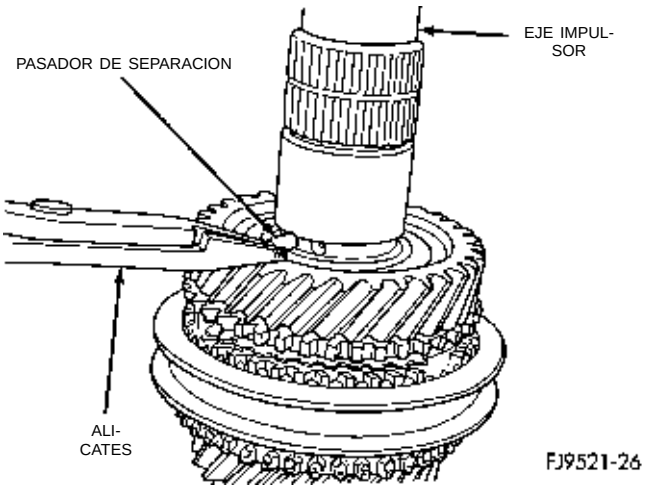

Fig. 84 Pasador de separación de la arandela de empuje hendida
(6) Retire el pasador de separación de la arandela de empuje hendida (Fig. 84).